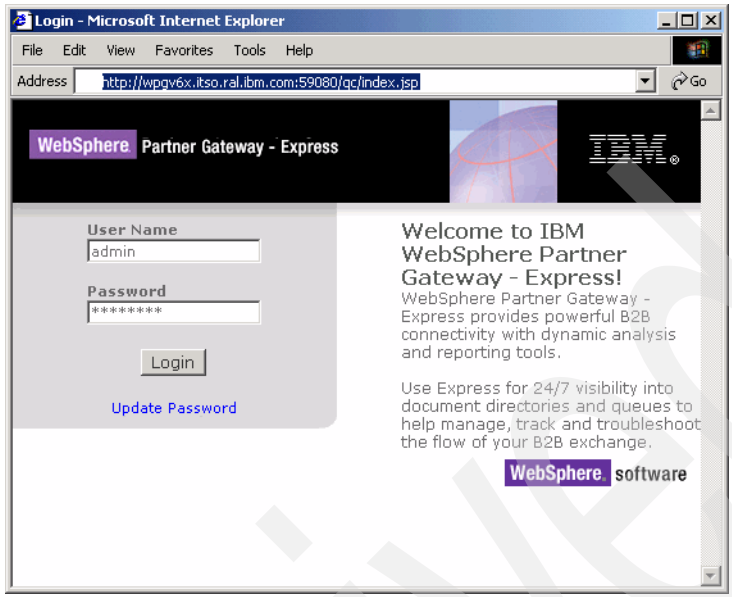

Figure 9-9 Logon using the new password
6. Logon again, this time using the user ID `admin` and the new password. See Figure 9-9 on page 271.